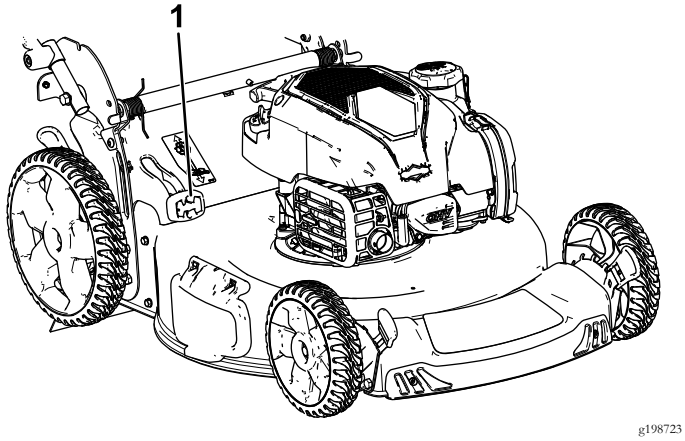

Figur 18
- **Sådan opsamler du græs- og bladafklip i posen:** Tryk på knappen, der sidder på grebet til posefyldning, og flyt grebet fremad, indtil knappen på grebet springer op (Figur 18).